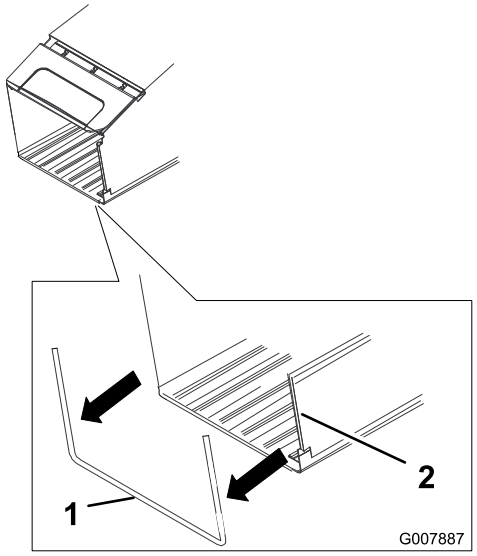

Figur 6
1. Fastgør græsposens to sidekanaler til græsposerammen som vist i Figur 6.